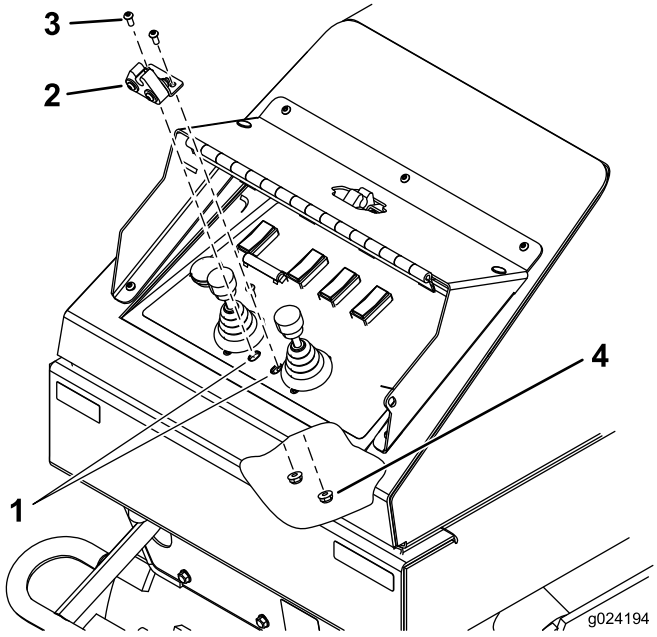

Figure 4
2. Install the latch mount assembly to the machine with 2 hex-socket bolts (1/4 x 5/8 inches) and 2 flange nuts (1/4 inch) (Figure 4).